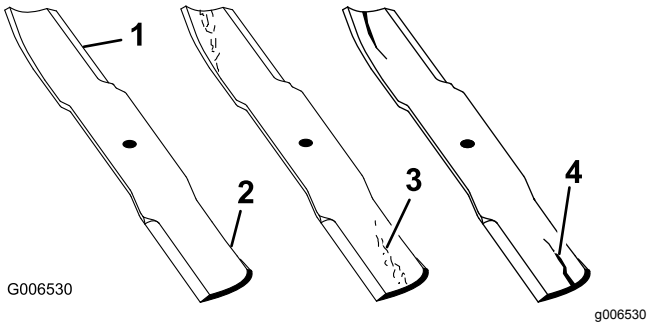

Figur 101
1. Efterse skærekanterne (Figur 101).
4. Hvis skæreknivene er beskadiget eller slidt, eller hvis der er antydning af en revne i dette område, skal der straks monteres nye skæreknive (Figur 101).